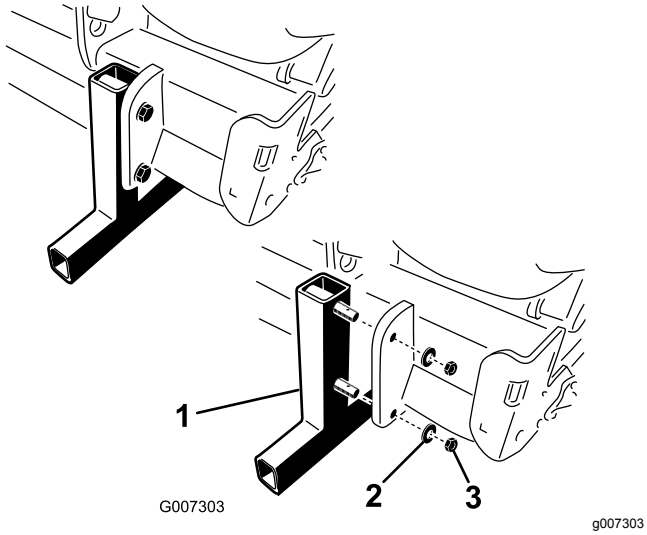

Figuur 19
2. Verwijder de moeren en de borgringen waarmee de opslagstandaarden bevestigd zijn aan de beluchter (Figuur 19).
4. Steek de borgpennen (bij de losse onderdelen) in de opslagstandaardpennen (Figuur 19).